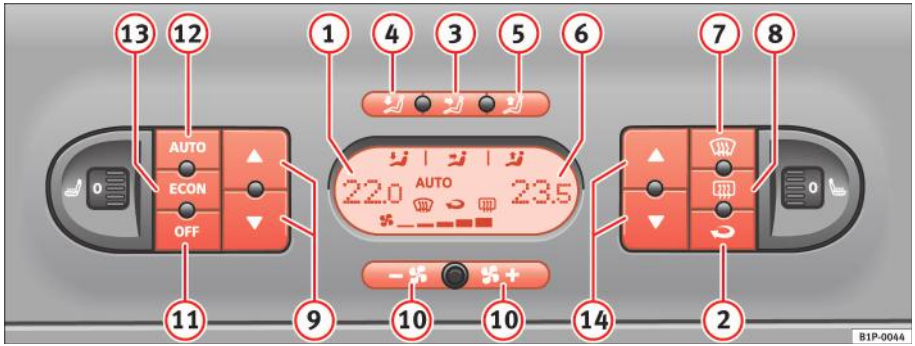

Fig. 112 Pe planşa de bord: Comenzile sistemului 2C Climatronic
– Pentru activarea modului manual, apăsați unul din butoanele ⇒ fig. 112 (3) - (5), ECON sau apăsați butonul pentru controlarea fluxului de aer (10). Simbolul AUTO va dispărea de pe afişaj.
– Apăsați butonul ⇒ pagina 155, fig. 112 (2) pentru activarea sau dezactivarea recirculării aerului. Aceasta este activată dacă sunt afişate următoarele simboluri .